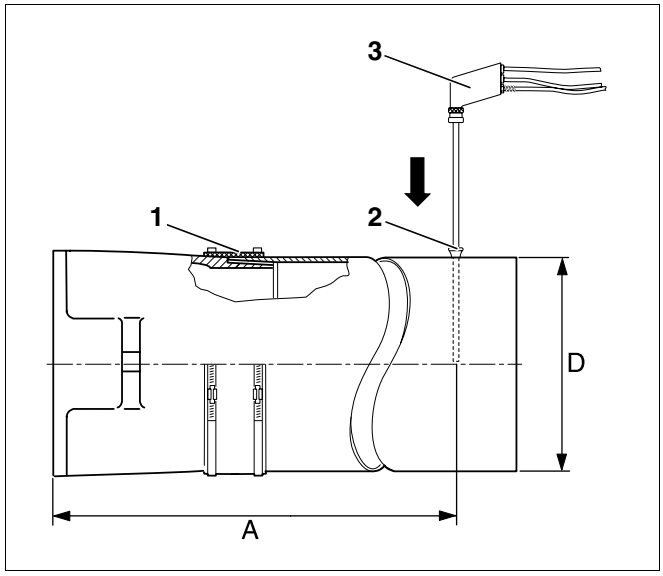

Рис. 8 Проведение замеров
Замеры производятся в дымовой трубе. Отверстие для замеров (муфта; рис. 8, **поз. 2**) должна находиться на расстоянии "A" (примерно 2 диаметра дымовой трубы "D") от патрубка дымовых газов (рис. 8). Если сразу после отопительного котла установлено колено для соединения с системой отвода дымовых газов, то замеры нужно производить до этого колена.
Мы рекомендуем установить уплотнительную манжету (рис. 8, **поз. 1**) для соединения котла с дымовой трубой.
- Опустить измерительный зонд (рис. 8, **поз. 3**, стр. 16) в центр потока (в середину трубы), здесь дымовые газы имеют наивысшую температуру.